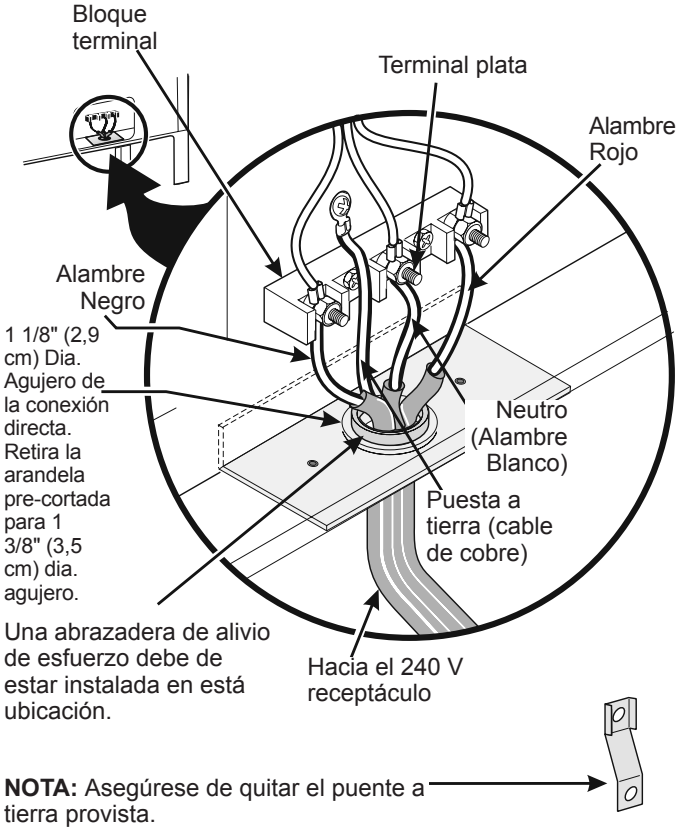

Figura 4
Donde los códigos locales NO permiten la conexión del conductor a tierra del armazón al alambre neutral del cable de bronce del suministro eléctrico (vea figura 4).
3. Utilizar los tuercas suministraron en el paquete de la literatura para conectar el alambre de tierra (verde) del cable de bronce del suministro eléctrico al armazón del electrodoméstico con el tornillo de la base, usando el hoyo del armazón por donde retiró el puente de la base (vea figura 4).
Si el aparato está conectado directamente al cortacircuito, a la caja de fusibles o a la caja de empalmes, use un cable blindado flexible o no metálico recubierto de cobre (con alambre a tierra). Provee una abrazadera de alivio de esfuerzo homólogo UL a cada extremidad del cable. A la extremidad del electrodoméstico, el cable pase a través del agujero de la conexión directa (ver figura 4) en la placa de montaje del cable. El tamaño de los alambres **(alambre de cobre solamente)** y las conexiones deben estar conforme al régimen del electrodoméstico.